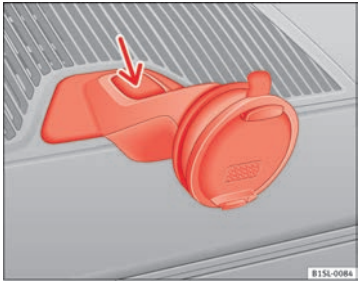

Fig. 129 Remove the navigator holder
- Press the holder release button ⇒ Fig. 129 (arrow).